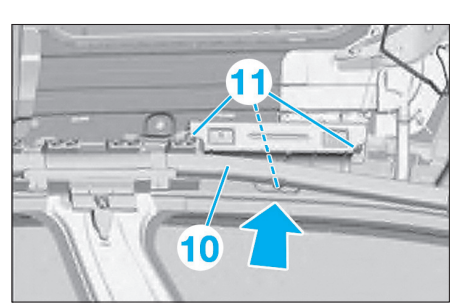

Fig. 136
• Déposer les vis (8), puis dégager le moteur de toit ouvrant (9).
• Soulever le bourrelet (10) avec précaution **(Fig.136)**.